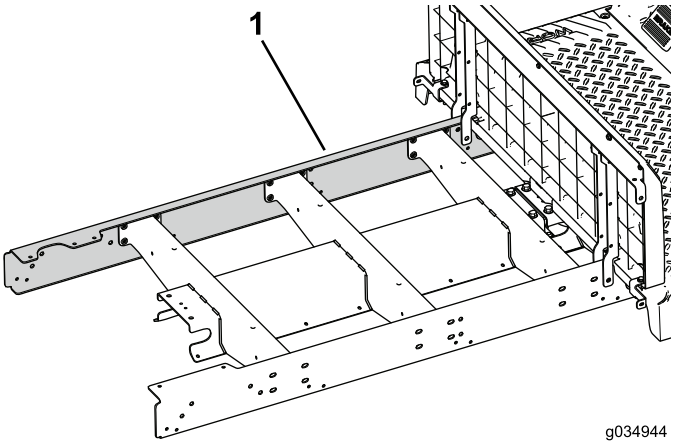

Figura 73
5. Montate, senza serrarla, la guida dell'estensione sul lato sinistro della macchina (Figura 73).